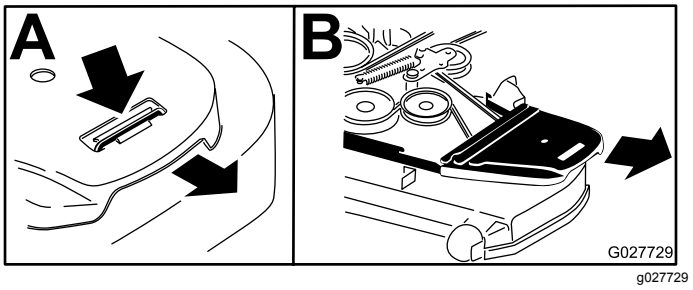

Figur 83
6. Ta bort remkåporna (Figur 83).